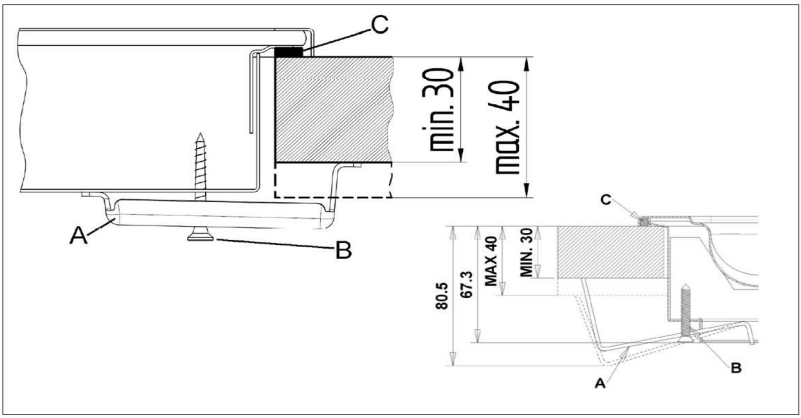

Рис. 3.
Для крепления поверхности к столешнице, следуйте нижеприведенным указаниям, см. **рис. 3** ниже:
- Закрепите поверхность к столешнице, при помощи специальных крепежных скоб (A) и шурупов (B), имеющихся в комплектации. См. **рис. 3** ниже.